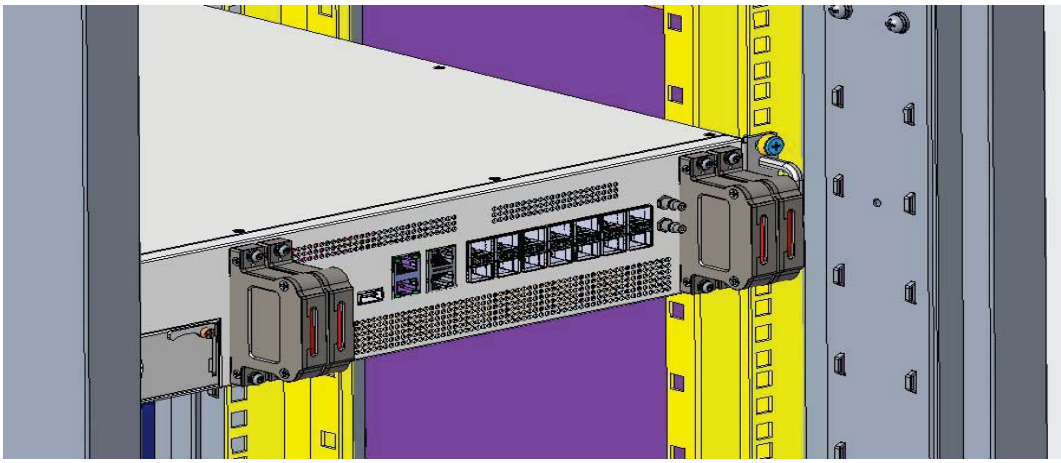

Figure 30. DCU RF Cable Plug Installation
Step 3: Plug in the RF cable plug (RF cable not shown in the below), as shown in Figure 30.